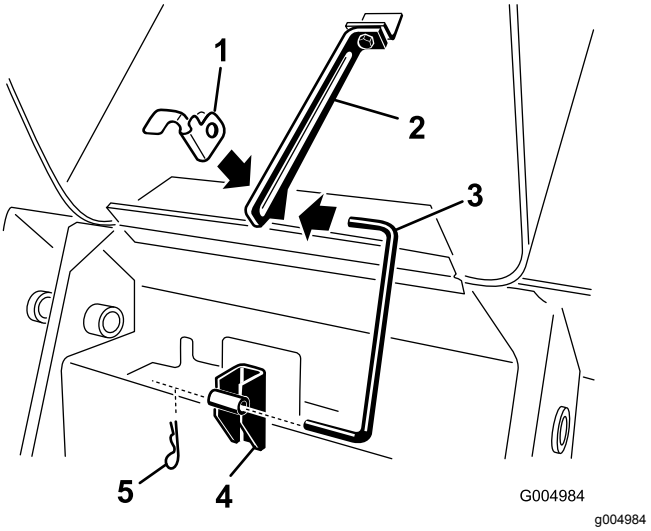

Figur 41
4. Dra ut hårnålssprinten från den nedre änden på huvens stötta och dra ut stöttan ur fästkonsolerna och fliken för stöttan (Figur 41).
8. Montera stöttan i fästkonsolerna och fliken för stöttan och säkra den med hårnålssprinten (Figur 41).